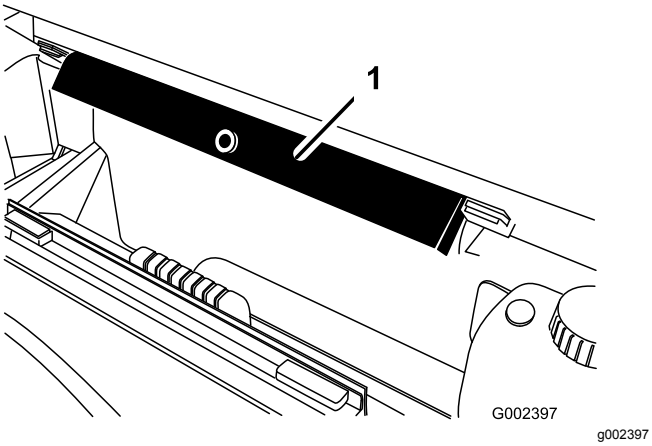

Figur 14
9. Fjern støtten til planet fra lagringsbrakettene på baksiden av veltebøylepanelet (Figur 14).